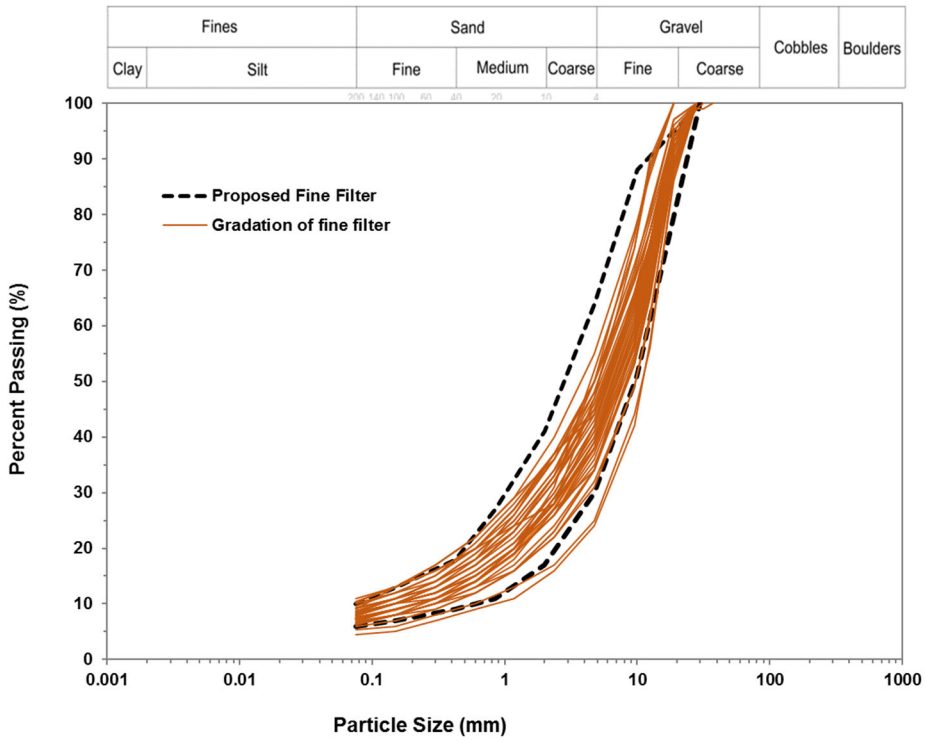

Figure 3-3 : Gradation of samples taken from fine filter
The results of gradation tests on fine filter material (Figure 3-3) showed that fine filter material is predominantly gravel-sand mixtures to gravel-sand-silt mixtures and fell within the specified gradation limits. The gradation curves for two (2) samples were slightly coarser than the permissible ranges. Nonetheless, the material was still accepted by QC/QA representatives based on visual evaluations. The moisture content of the fine filter material was normally within 1% to 3%.